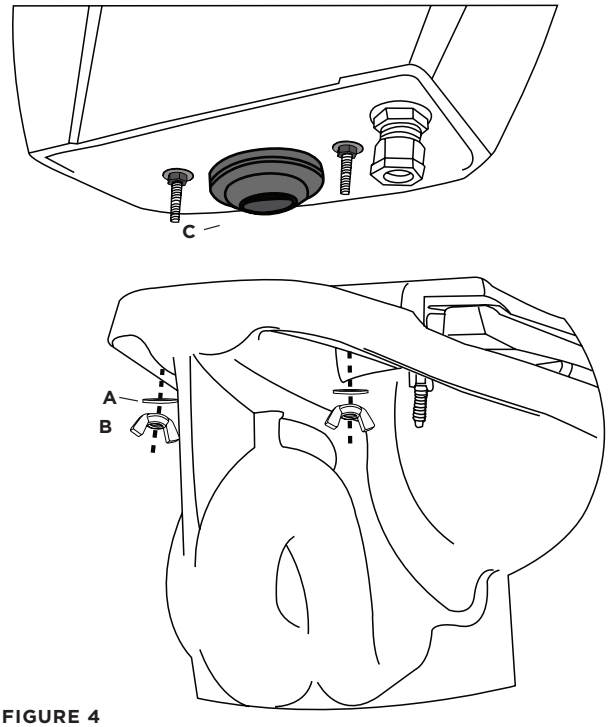

FIGURE 4
1. Install the tank to bowl as per the diagram below **(FIGURE 4)**.
Installer le réservoir sur la cuvette selon le schéma **(FIGURE 4)**.